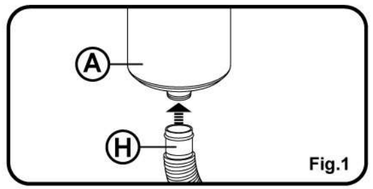

Fig.1
1) Connect the flexible hose "**H**" provided to the cuff underneath the skimmer tank "**A**" and slide on as far as it can go. (**Fig.1**)